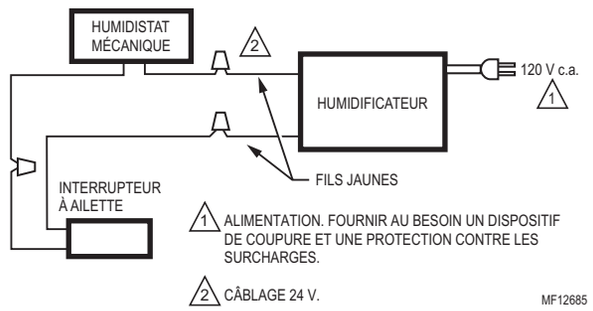

Fig. 7. Schéma de câblage type de l'interrupteur à ailette avec humidificateur.
2. Brancher uniquement les deux fils jaunes à l'humidistat (les fils rouges ne sont pas utilisés sur les humidistats mécaniques). Voir les schémas de câblage type de la Fig. 5 à la Fig. 7.